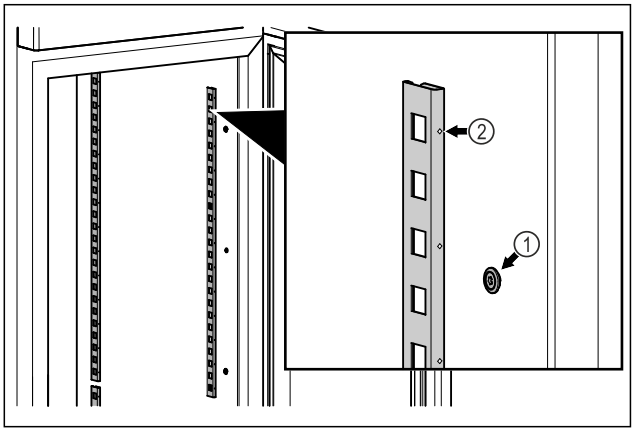

*Fig. 56 Reprezentare exemplificativă*
▶ Acroșați barele de prindere în sistemul de suspendare *Fig. 56 (1)*. Marcajul *Fig. 56 (2)* trebuie să fie orientat spre înainte.